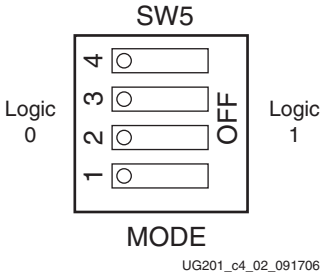

Figure 4-2: **Configuration Mode Switch**
2. 0 = switch position is Closed or in the ON position. 1 = switch position is Open or in the OFF position. See Figure 4-2.
Figure 4-2 shows the Configuration Mode switch. SW5 position 4 is used to select the DC voltage level applied to the HSWAPEN input pin in the FPGA configuration bank. If the switch is in the OFF position, the weak preconfiguration I/O pull-up resistors are disabled. If the switch is in the ON position, the weak preconfiguration I/O pull-up resistors are enabled.